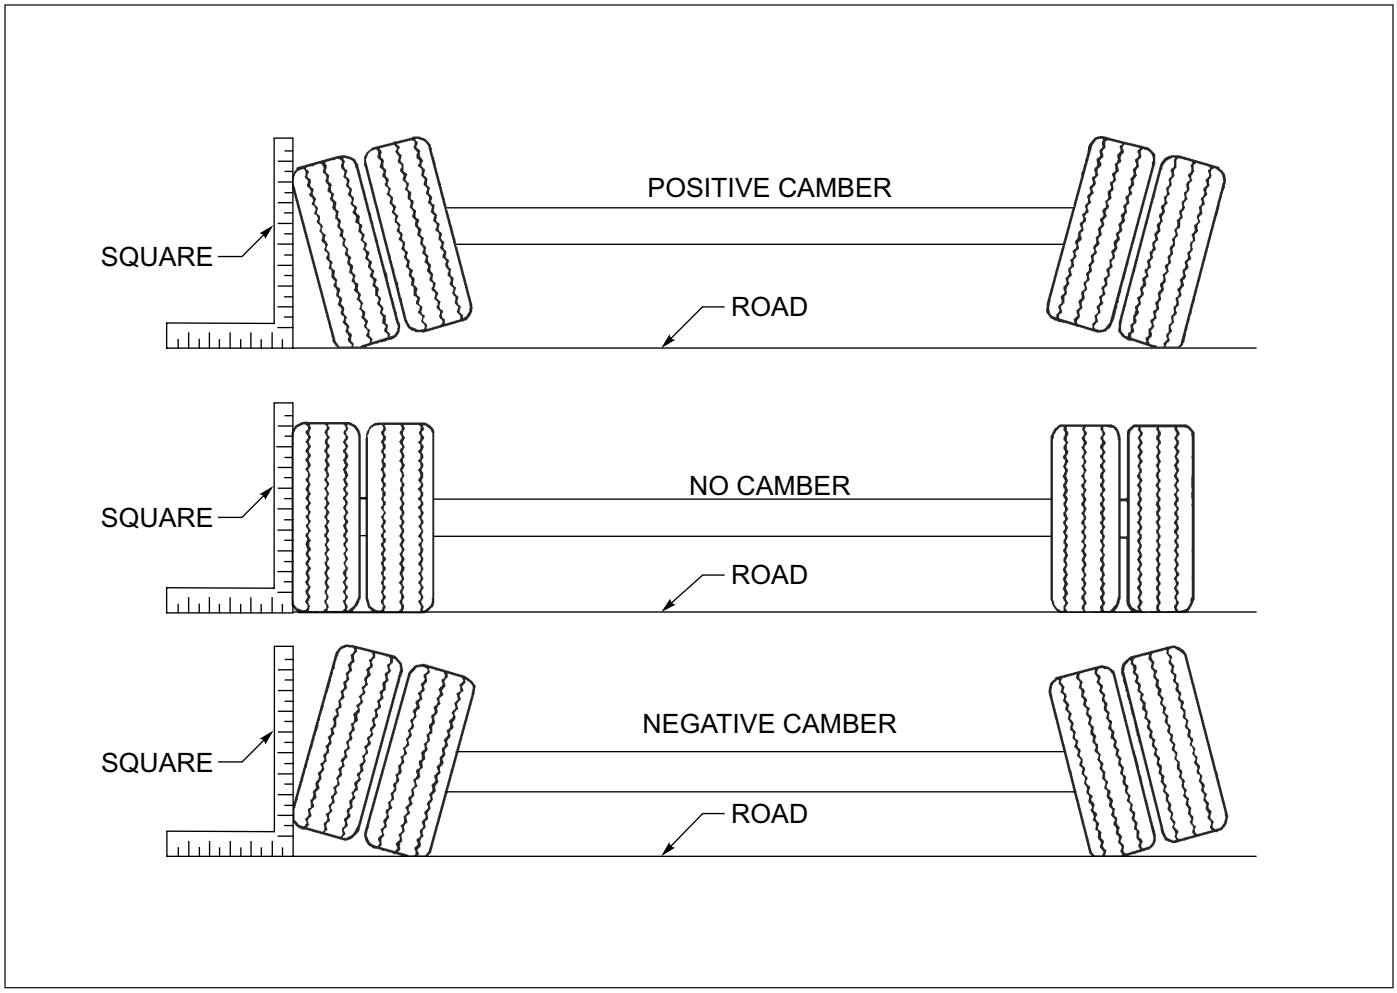

Figure 4-9: Examples of Camber
4. Follow the same procedures as in ***steps 2* and *3*,** except place the axle gauge above and below the axle. If gauge point gap is found, the axle has positive or negative camber. The trailer axle has no camber from the factory. If it is found to have positive or negative camber, axle replacement is necessary **See Figure (*See Figure 4-9*)** for examples of camber.